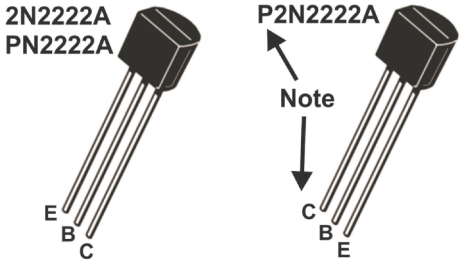

**FIGURE 7.46** (Step 13) Pinout and schematic diagram of two NPN BJTs.
**13. Building a BJT amplifier.** (If instructed, skip to step 19 and follow Steps 19–24 for the MOSFET amplifier. All the steps are the same except for the details of the amplifier.) Next you will build a simple bipolar junction transistor (BJT) amplifier. The transistor will be of the 2N2222A "NPN" type, as shown in Fig. 7.46. After determining the part number, use the figure to determine the pin configuration. Label the pins in your notebook before building your circuit in order to avoid mistakes.